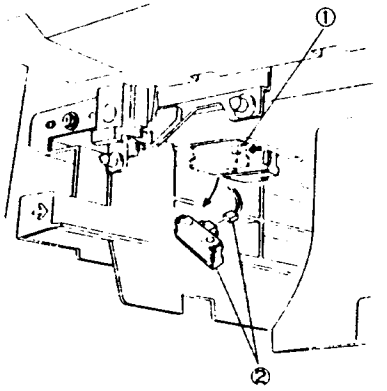

Рис. 4 NZM-0079
6. (Рис. 4): Снимите датчики оригинала 1 и 2.
①. Снимите каждый датчик, нажав на фиксатор.
②. Отсоедините P/J101 от датчика 1 и P/J102 от датчика 2.